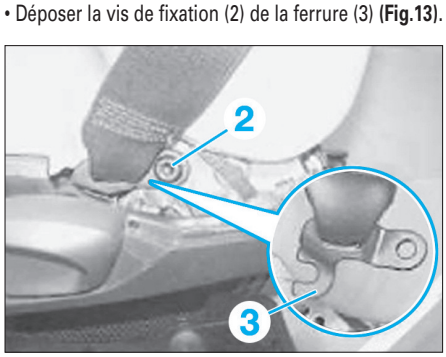

Fig. 13
• Déposer la vis de fixation (2) de la ferrure (3) **(Fig.13)**.